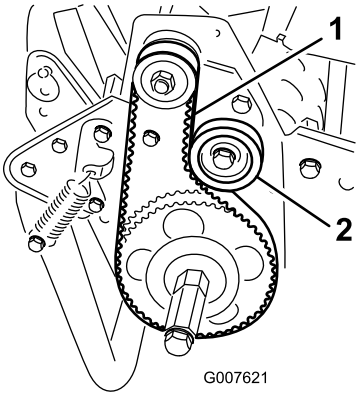

**Rysunek 37**
2. Sprawdź napięcie, naciskając pas w połowie rozpiętości między kołami (Rysunek 37) z siłą od 18 do 22 N.
A. Poluzuj nakrętkę mocującą koło pasowe luźne i obróć je w kierunku zgodnym z kierunkiem ruchu wskazówek zegara w stronę tylnej części paska aż do uzyskania wymaganego napięcia paska (Rysunek 37).